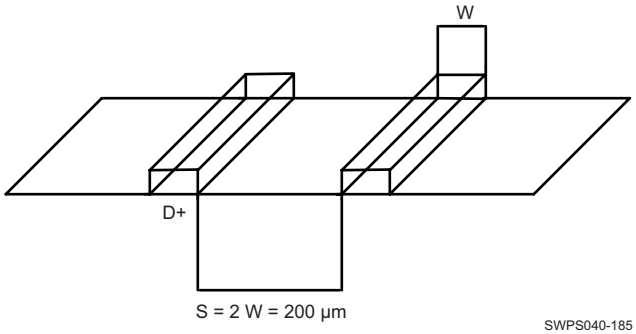

**Figure 7-29. Ground Guard Illustration**
- For a line width equal to W, the spacing between two lines must be 2W, at least. This minimizes the crosstalk between switching signals between the different lines. On the PCB, this is not achievable everywhere (for example, when breaking signals out from the device package), but it is recommended to follow this rule as much as possible. When violating this guideline, minimize the length of the traces running parallel to each other (see Figure 7-29).